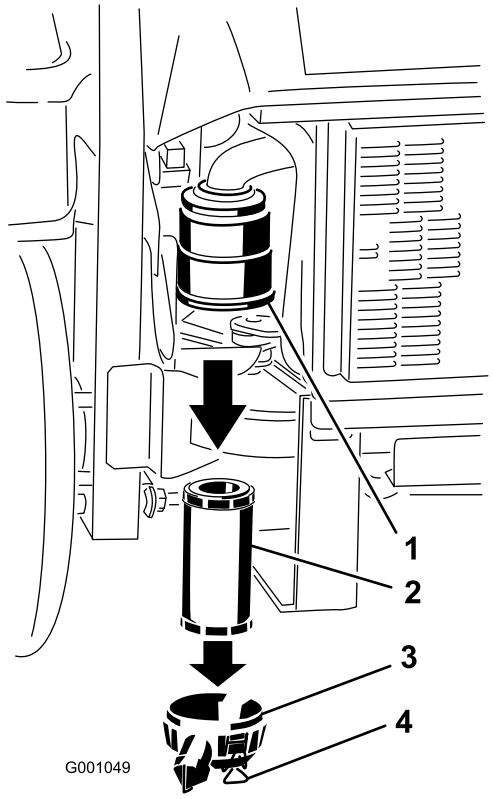

Figur 30
3. Åbn låsene på luftfilteret, og træk luftfilterdækslet af luftfilterhuset (Figur 30).
5. Skub forsigtigt filteret ud af luftfilterhuset (Figur 30). Undgå at ramme husets side med filteret.